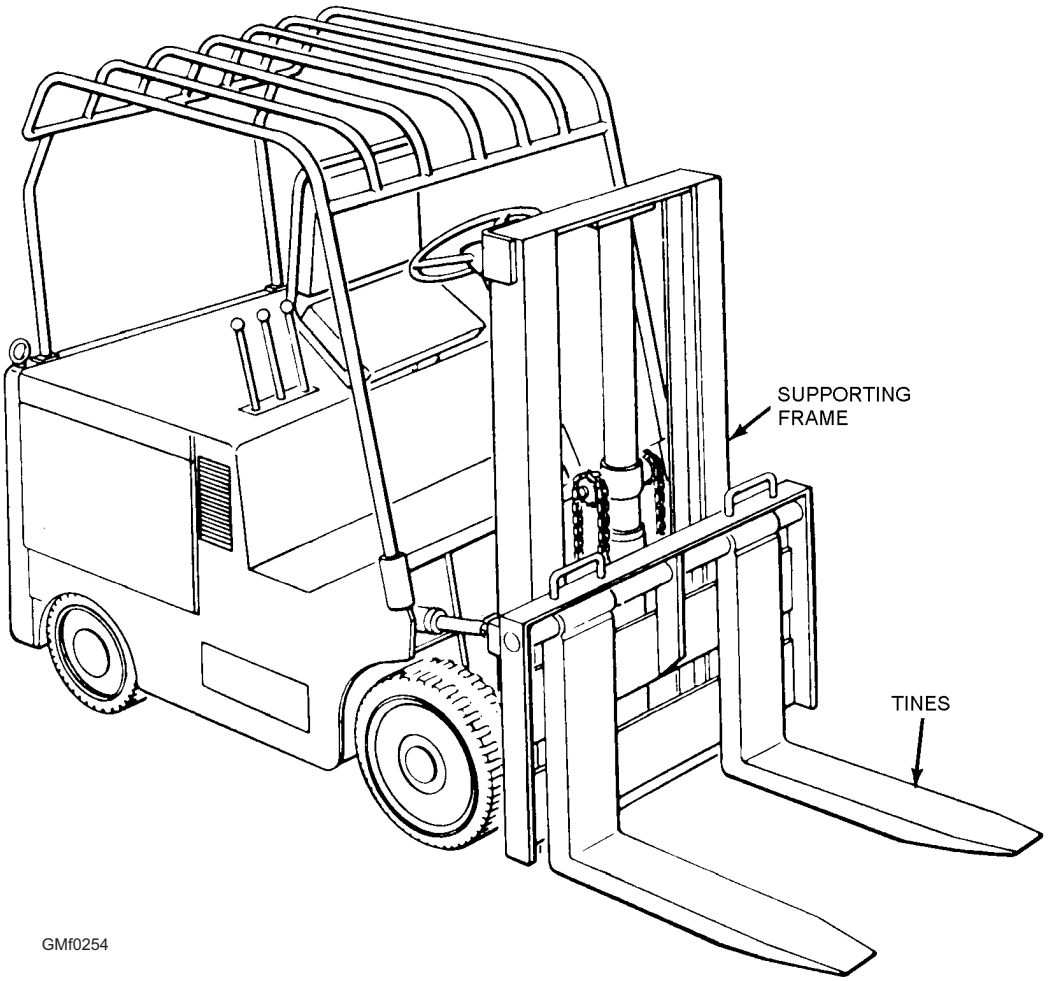

**Figure 2-54.—Typical front-loading forklift truck.**
**FORKLIFT TRUCK**.—A forklift truck (fig. 2-54) is a mobile three- or four-wheel automotive unit. It enables one individual to pick up a load, transport, and lift it to various heights. The truck is designed on the cantilever principle. The load is counterbalanced by the weight of the truck in back of the center of the front wheels. The front wheels act as the fulcrum or center of balance.